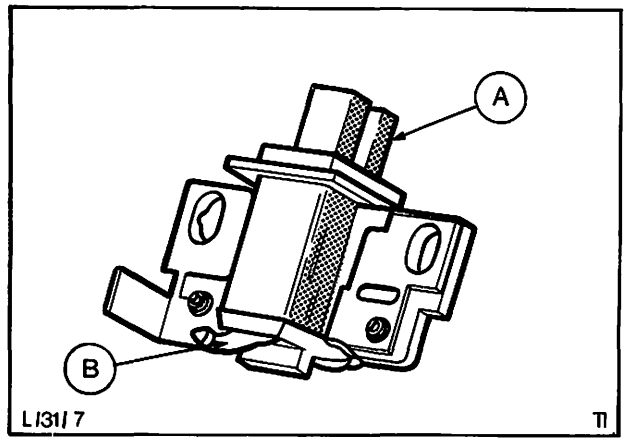

Abb. 89 Bürstenhalter
6. Bürstenverbindungen ablöten und Kohlebürsten entnehmen, Abb. 89.